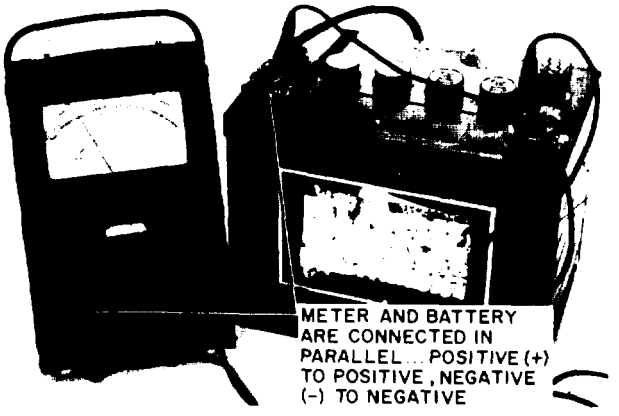

Figure 4-39. Battery Test Hook-up
b. Hook up a voltmeter across the battery terminals as shown in figure 4-39.